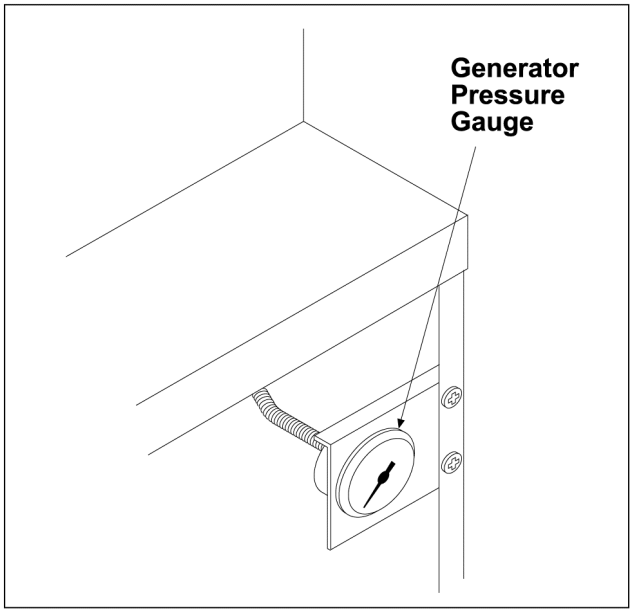

**Fig. 71**
**PREVIOUS PRODUCTION SHOWN (Fig. 71)**